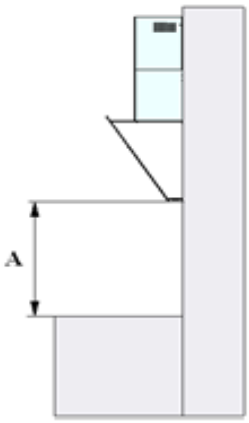

Рис. 3
3. Приложите корпус вытяжки к стене, сохраняя минимальное расстояние А (60 см для электрических и 65 см для газовых плит) между нижним краем вытяжки и поверхностью для приготовления пищи на плите (рис. 3).